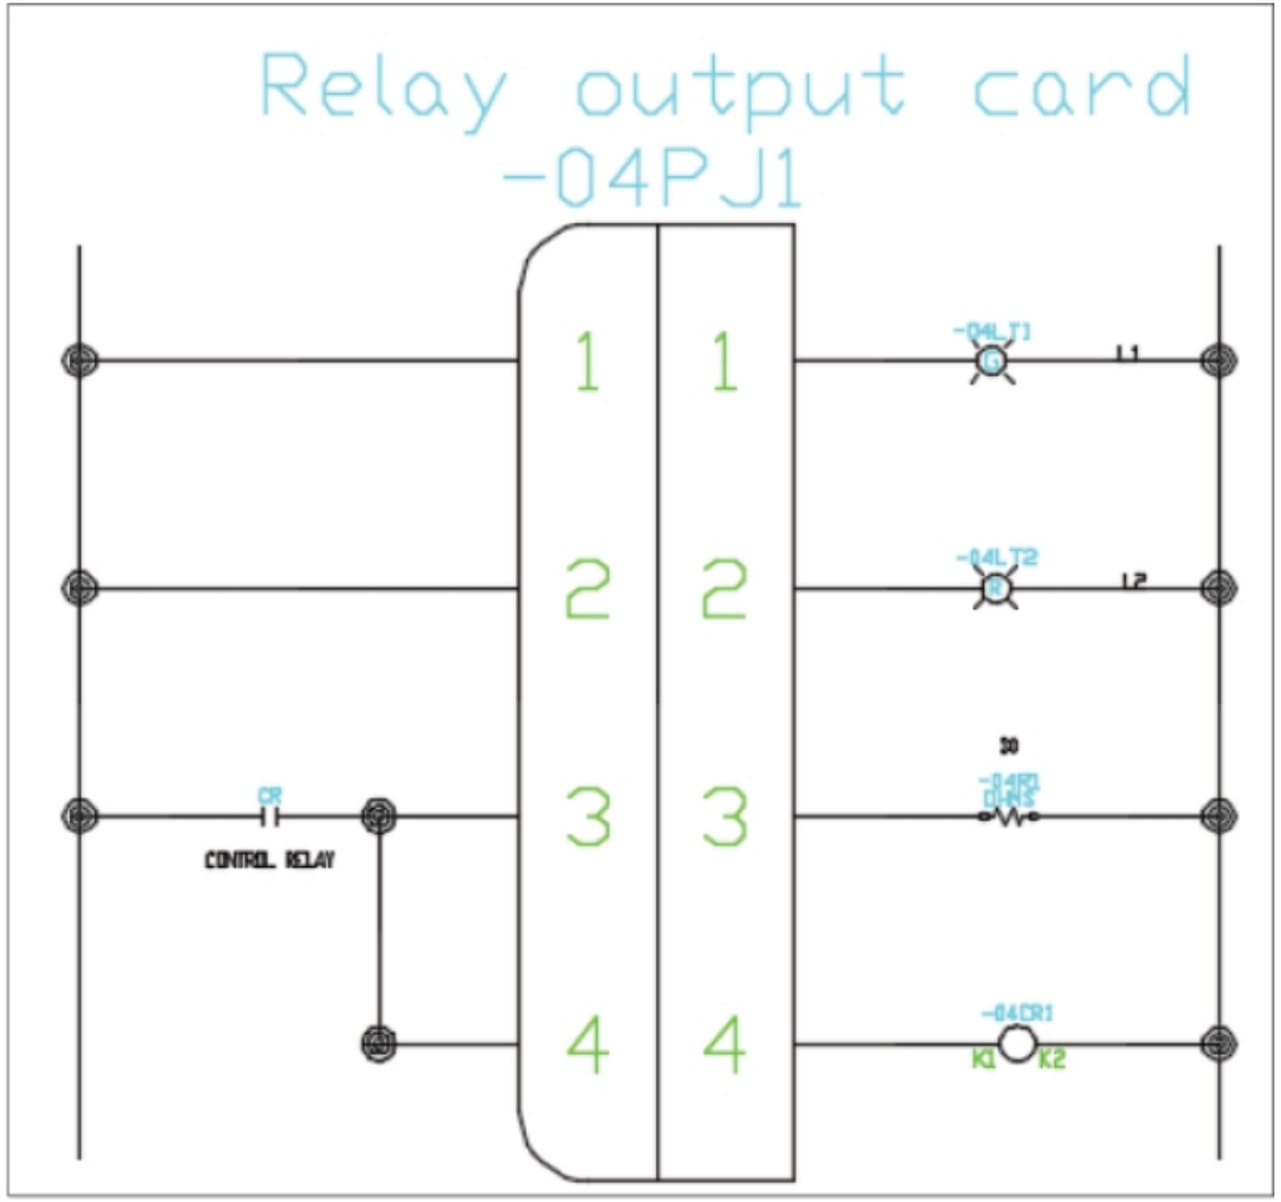

Figure-44. Schematic after placing the components
- Similarly, place the other components in the circuit. The schematic after placing all the components will be displayed as shown in Figure-44.